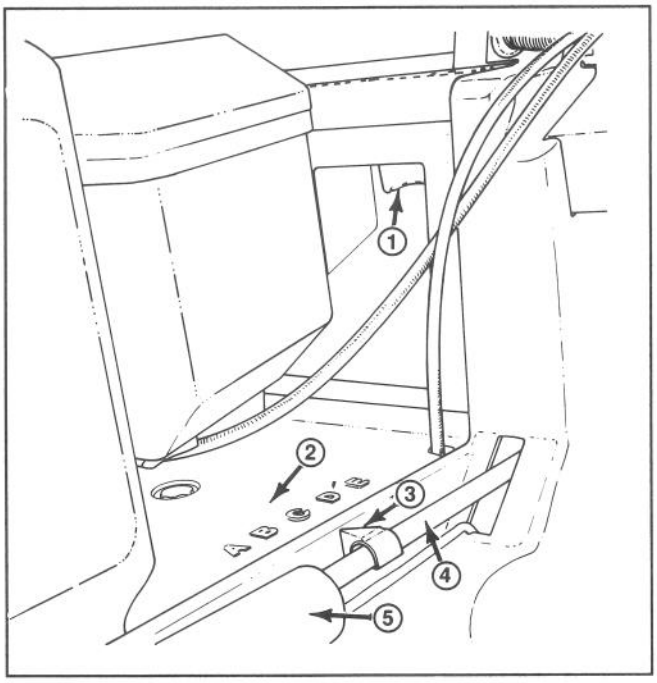

Figure 15
2. Use one or two fingers to squeeze the height–of–cut adjustment lever (Fig. 15).